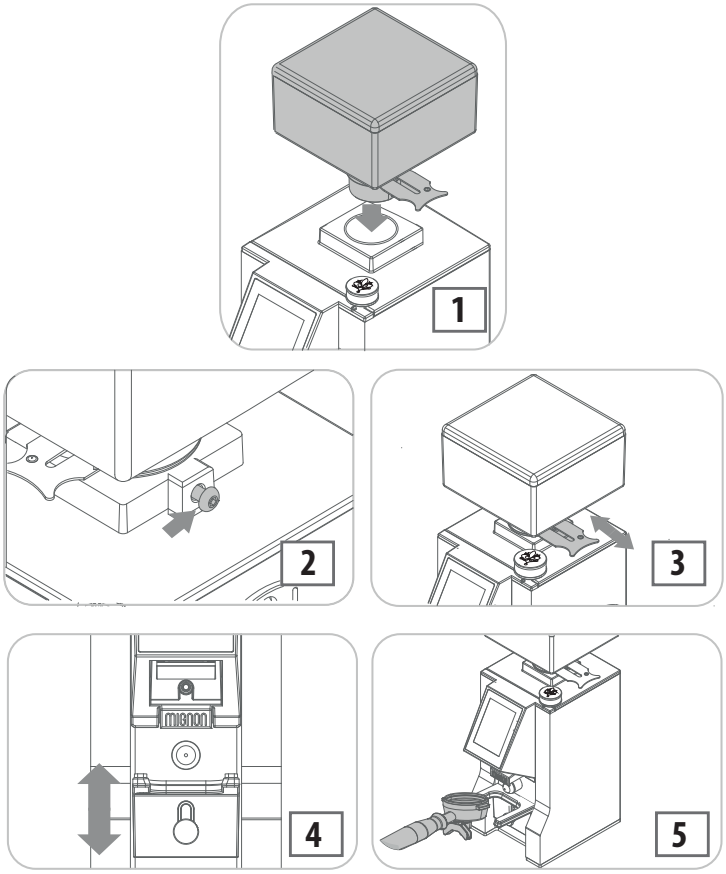

Fig. 7.1 - Operaciones preliminares
- Introduzca el contenedor para café en granos en el alojamiento oportuno (1 - Fig. 7.1), colocándolo con el orificio alineado con el tornillo de la parte posterior (2 - Fig. 7.1).
- Empuje la lengüeta para que no pasen los granos de café (3 - Fig. 7.1).